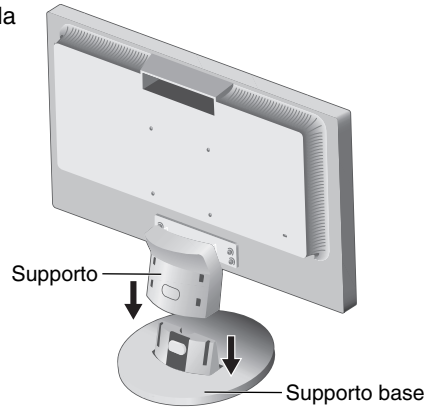

Figura S.1
1. Fissare il supporto della base al supporto. Le linguette di bloccaggio sul supporto della base devono inserirsi perfettamente nel foro del supporto (**Figura S.1**).